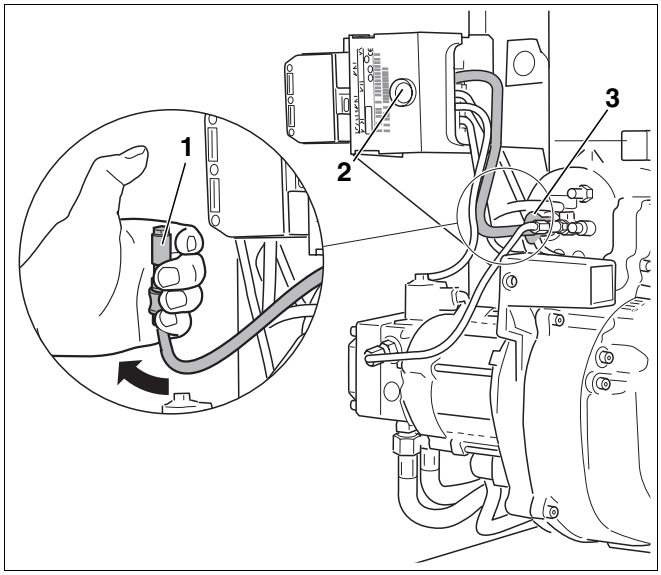

Fig. 19 Verificare il funzionamento della fotocellula
- Con bruciatore in funzione, estrarre la fotocellula dal supporto afferrando l'apposita impugnatura (fig. 19, **pos. 3**).
- Coprire la fotocellula (fig. 19, **pos. 1**). Al riavviamento deve verificarsi un disinserimento per disfunzione.
- Dopo un tempo di attesa di circa 30 secondi riarmare il dispositivo combustione gasolio, premendo il tasto di riarmo (fig. 19, **pos. 2**).